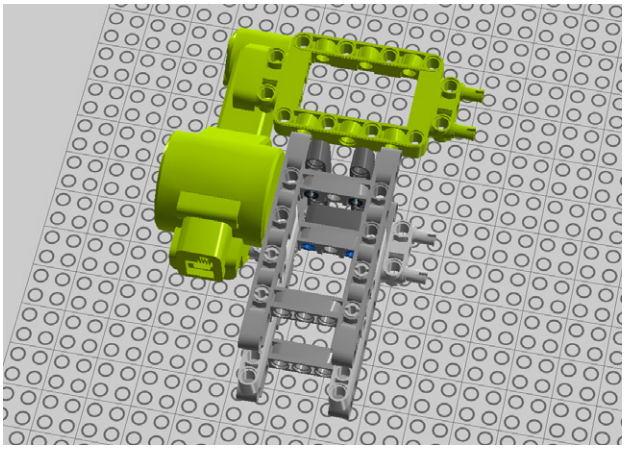

Figure 7-31. *Step 24: Attaching it to your earlier work*
24. Then, let's throw it onto the assembly you built in Steps 11 through 18 (see Figure 7-31).